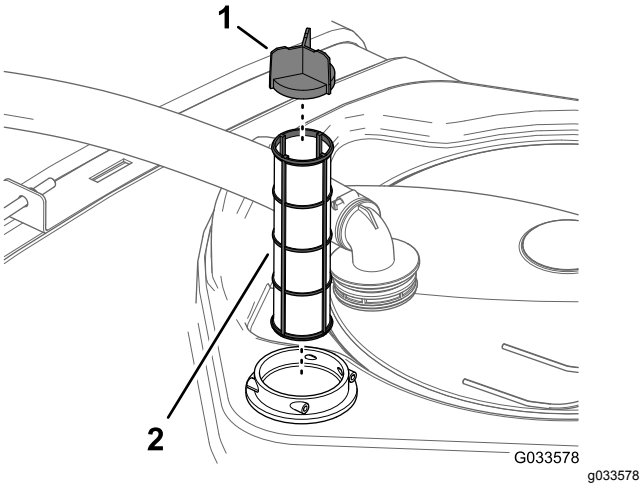

Figur 29
4. Trekk sugefilteret ut av filterhuset i tanken (Figur 29).